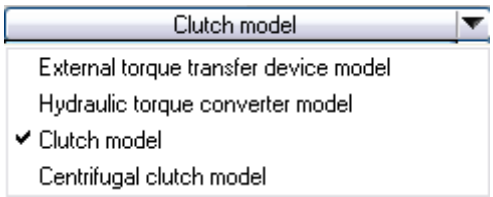

Figure 12. Drop-down list for selecting the torque coupling option.
⑧ CVT spin inertia for the input and output pulleys (keywords = `ICVT_INPUT_PULLEY` and `ICVT_OUTPUT_PULLEY`).
⑨ Dynamic time constant for CVT gear ratio (keyword = `TC_RGEAR_CVT`).
⑩ Drop-down list for selecting the type of torque coupling device (Figure 12, keyword = `OPT_PWR_CPL_INTERNAL`). The data link for the torque coupling ⑪ is hidden when the external torque coupling model is selected.